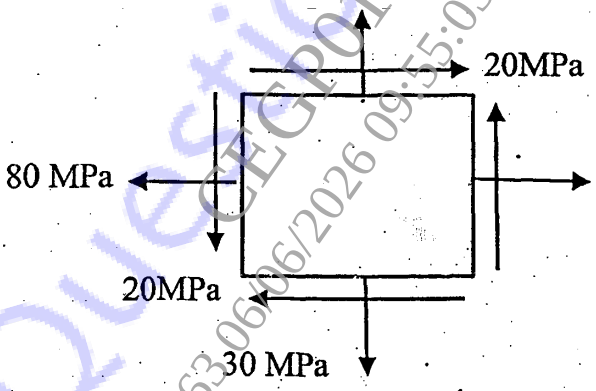

Figure 11
b) At a point in a strained material, there are two mutually perpendicular stresses of 80 MPa and 30 MPa, both tensile. They are accompanied by a shear stress of 20 MPa as shown in figure 11. Determine principal plane and principal stresses using analytical method. **[6]**